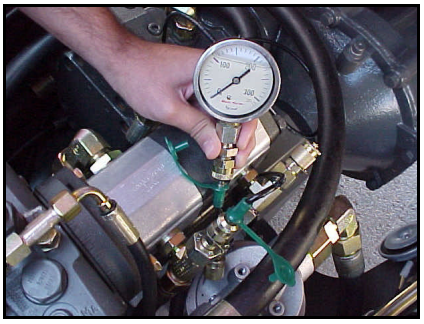

fig. 2
- Conectar un manómetro a la toma existente en la bomba de servicios hidráulicos (fig. 2). La escala del manómetro debe ser de 300 bar o superior.